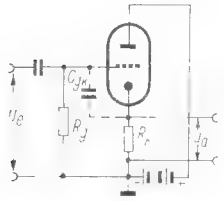

Bild 2. Die scheinbare Veränderung von Eingangswiderstand und Eingangskapazität
9. Der Eingangswiderstand des Katodenverstärkers (Bild 2) wird vergrößert.
10. Die Gitter/Katoden-Kapazität (C_{gk}) wird verkleinert (Bild 2). Für den Katodenverstärker gilt, daß die wirksame Kapazität zwischen Gitter und Katode $C'_{gk} = C_{gk} \cdot (1—V)$ ist.